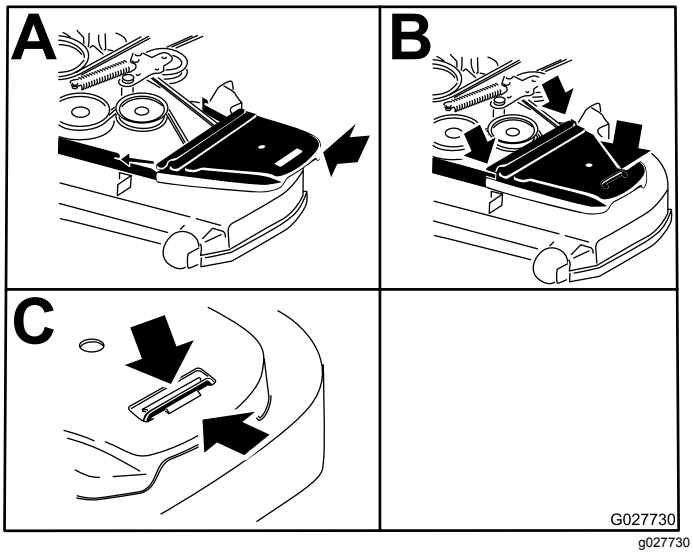

Figur 85
12. Sätt tillbaka remkåporna (Figur 85).
Du kan justera flänsmuttern så att rörelsereglagespaken får det motstånd som önskas när den förs till det NEUTRALA LÅSLÄGET. Se Figur 85 för justeringsalternativ.